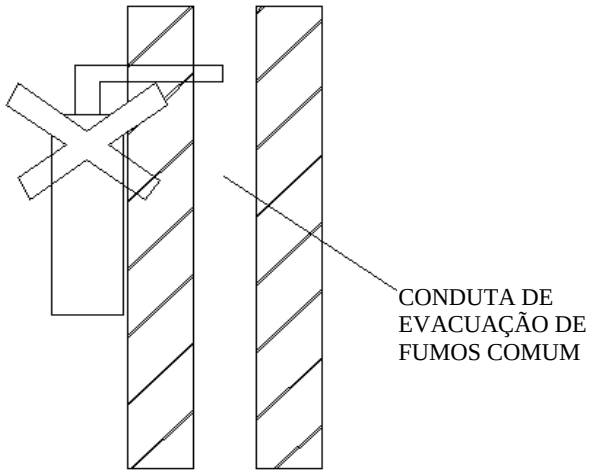

Fig. 4 (Exceto para o tipo B33)
• A conduta de evacuação de fumos do aquecedor não pode ser conectada a uma conduta comum (Fig. 4).(Exceto para o tipo B33)